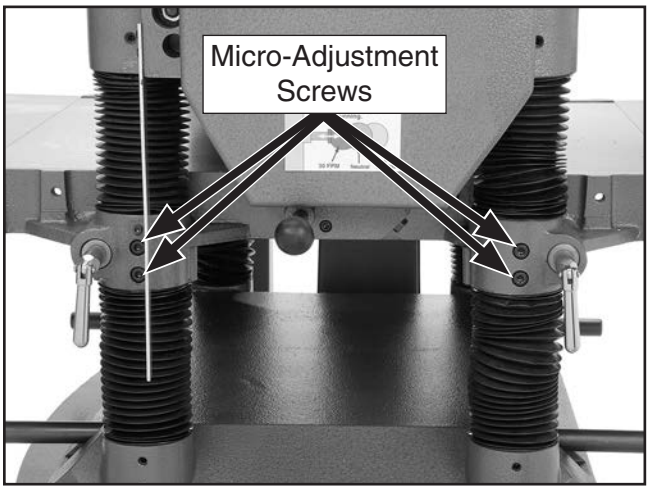

Figure 66. Location of table micro-adjustment screws (only one side shown).
9. If necessary, micro-adjust table position by loosening cap screws shown in **Figure 66** and raising or lowering table until it is properly aligned with cutterhead.